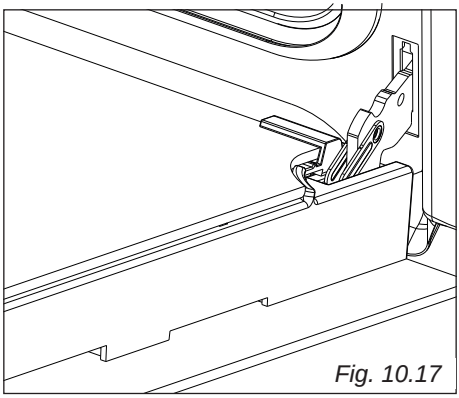

Fig. 10.17
- Gently close the door (fig. 10.15) until left and right hinge levers "**A**" are hooked to part "**B**" of the door (fig. 10.17).